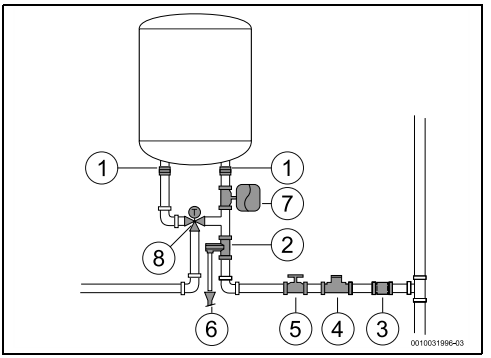

Fig. 10
- Se recomienda instalar una válvula termostática (fig. 10, [8]) en el tubo de descarga del aparato si se utilizan tubos PEX. Ajustarla para cumplir con el rendimiento del material usado.
- No instalar nunca accesorios (diferentes a los que se muestran en la fig. 10) entre la válvula de seguridad y la entrada de agua fría (lado derecho) del aparato.
- Instalar un reductor de presión (fig. 10, [4]). La válvula de seguridad se activará siempre que la presión de agua dentro del aparato se sitúe por encima de 8 bar (± 1 bar), por lo que será necesario planificar una forma para vaciar esta agua.
- Instalar un vaso de expansión (fig. 10, [7]) para impedir que la válvula de seguridad se abra con tanta frecuencia. El volumen del vaso de expansión debería ser equivalente al 5 % del volumen del aparato.